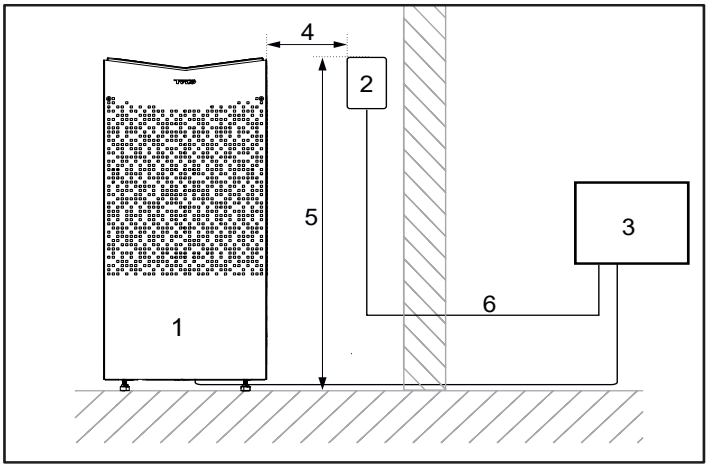
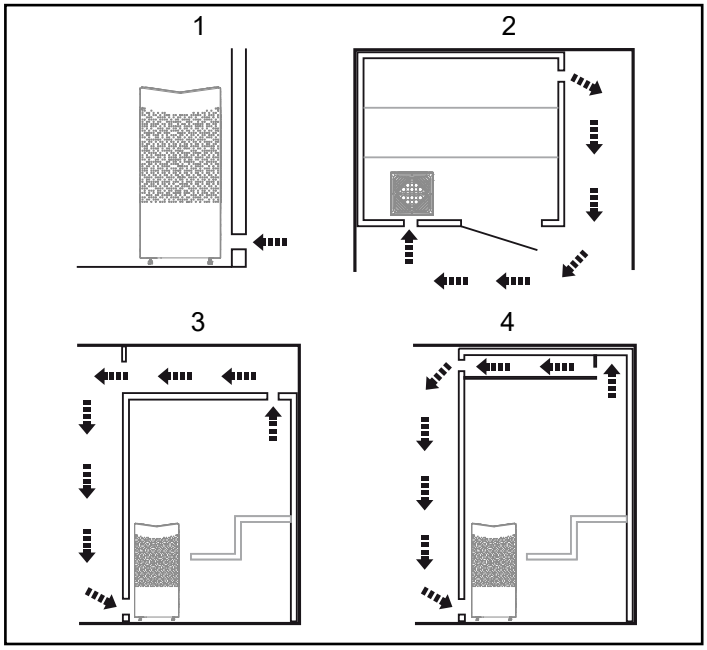

Afbeelding 5: Veiligheidsafstand/installatiehoogte, bedieningspaneel
Afbeelding 6: De luchtinlaat- en luchtuitlaatopening aanbrengen
- Bereid de plaatsing van het bedieningspaneel voor (zie de bijgevoegde instructies voor informatie over de toegestane plaats van het bedieningspaneel). Zie ook het gedeelte Configuratiescherm, afbeelding 5.
- Breng de luchtinlaatopening aan (zie het gedeelte De luchtinlaatopening aanbrengen, afbeelding 6).
- Breng de luchtuitlaatopening aan (zie het gedeelte De luchtuitlaatopening aanbrengen, afbeelding 6).
Het bedieningspaneel kan worden geplaatst in een Tylö-saunaruimte of een zelfgebouwde saunaruimte met correcte ventilatie die werkt volgens de door Tylö aanbevolen ventilatie (natuurlijk ventilatieprincipe). Lees de secties met de titel Plaatsing van de inlaatopening en Plaatsing van de uitlaatopening in deze instructies (afbeelding 6). Het bedieningspaneel moet altijd buiten de saunacabine worden geplaatst als niet aan deze eisen wordt voldaan. Als het bedieningspaneel in de saunacabine wordt geïnstalleerd, moet het worden geplaatst met inachtneming van de veiligheidsafstanden en installatiehoogte, zie afbeelding 5.
- Maak de luchtuitlaatopening op de grootst mogelijke afstand van de luchtinlaatopening, bijvoorbeeld diagonaal (zie afbeelding 6).
- Maak de luchtuitlaatopening hoog op de wand of in het plafond (zie afbeelding 6).